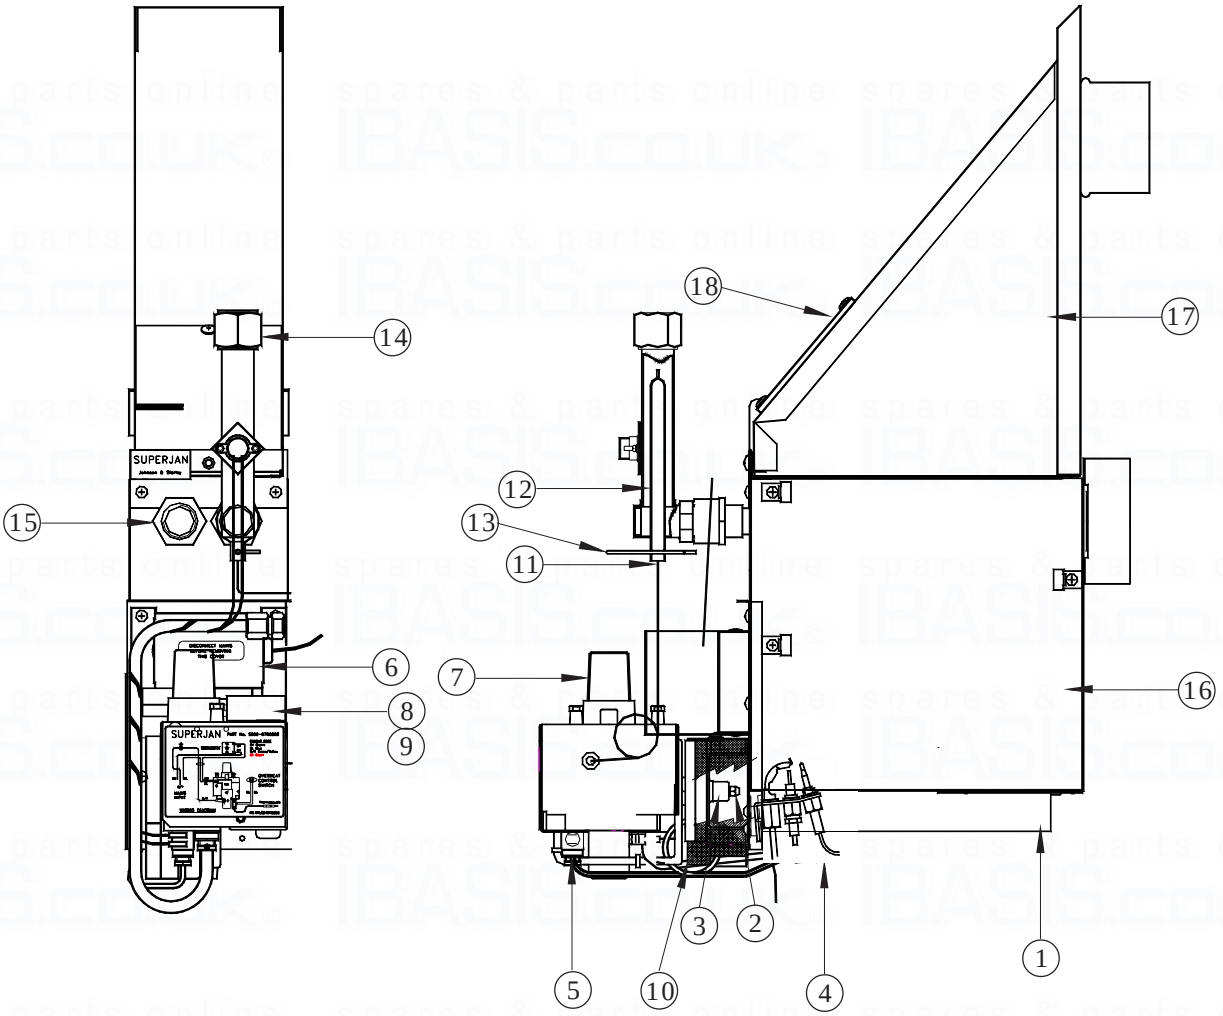

Fig. 7
b. Ensure that the sweep baffle is correctly located beneath the secondary outlet at the rear of the air heater, and that the flue hood locates positively into the mouth of the flue pipe (refer to Fig. 7).